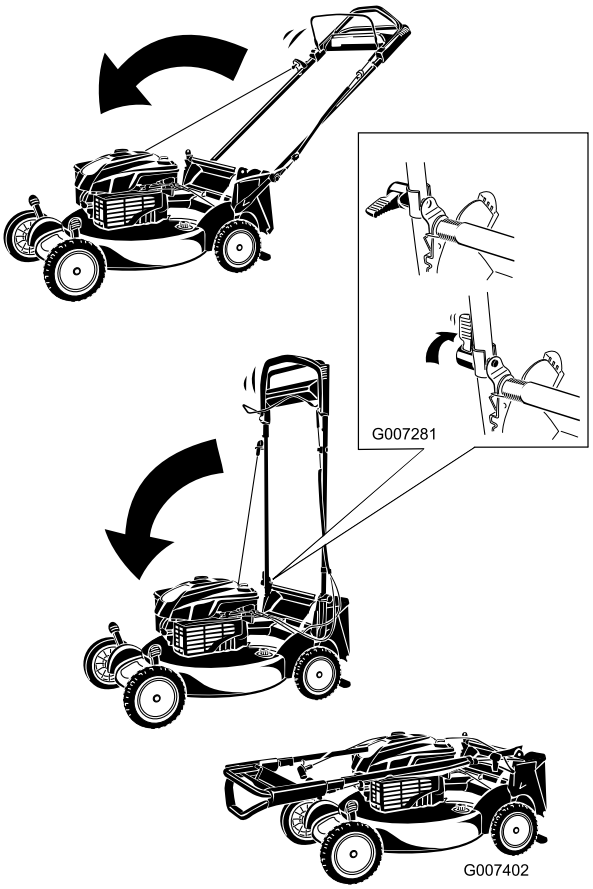

Figur 41
1. Drej håndtaget fremad (Figur 41).